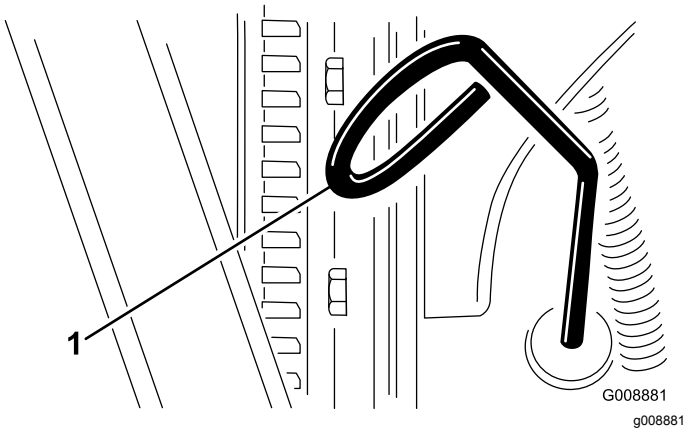

**Figuur 20**
3. Verwijder de peilstok en veeg deze schoon. Plaats daarna de peilstok weer terug (Figuur 20).